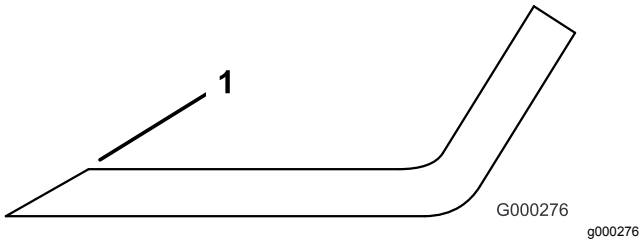

Figuur 112
3. Inspecteer de snijranden van alle messen en slijp de snijranden als deze bot zijn of bramen vertonen (Figuur 112).
Opmerking: Slijp alleen de bovenkant van de snijrand en behoud de oorspronkelijke snijhoek om te zorgen dat het mes scherp blijft (Figuur 112). Het mes zal in balans blijven als dezelfde hoeveelheid metaal aan beide snijranden wordt weggehaald.